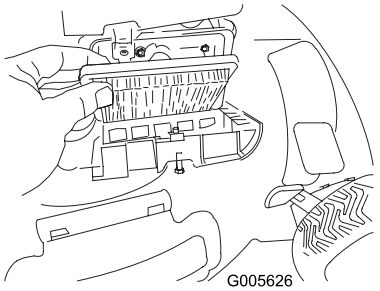

Figur 30
2. Skift ut luftfilteret (Figur 30).